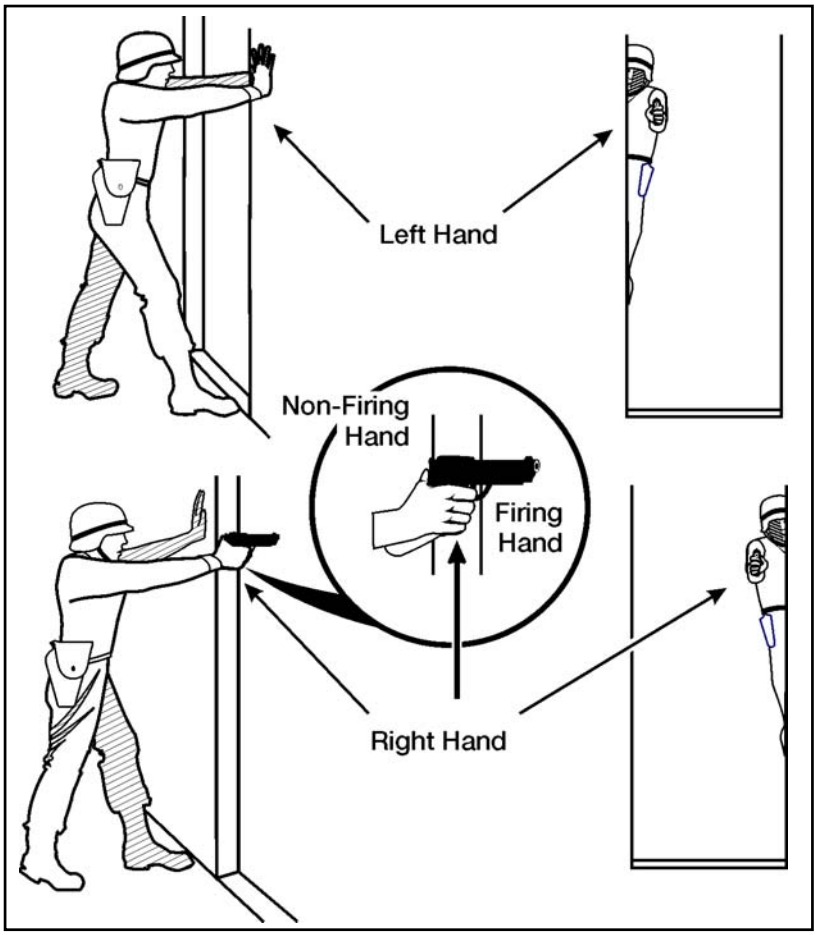

Figure 071-004-0006-7. Standing-with-support position
c. Kneeling (figure 071-004-0006-8). To assume this position—
(1) Use available cover, such as a low wall, rocks, or a vehicle that you can fire over, for support.
(2) Place your firing knee on the ground. Put your left knee down to fire left-handed, or your right knee down to fire right-handed.
(3) Bend your other knee. Place the foot on your nonfiring side flat on the ground, pointing toward the target. Extend your arms over available cover and use it for support.
(4) Lock the wrist and elbow of your firing arm.
(5) Wrap your nonfiring hand around your firing fist or wrist to support your firing arm.